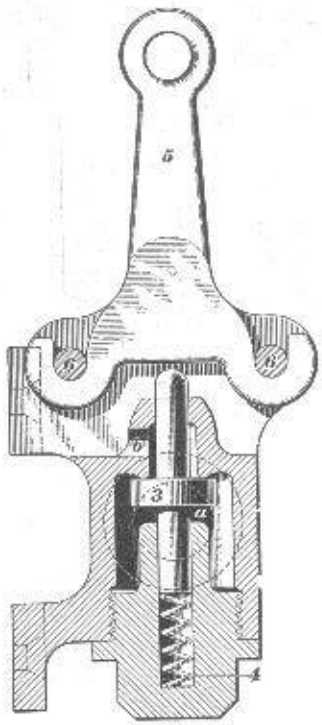

Fig. 6
6. A sectional view of the **car discharge valve** is shown in Fig. 6, in which *3* is the discharge valve and *4* the discharge-valve spring that holds this valve up against its seat. *5* is the lever, or handle, to which the signal cord is attached, while *6*, *6* are stop-pins. There is a union connection at *a* to which the branch pipe from the signal pipe is connected, while the exhaust port *b* leads to the atmosphere.